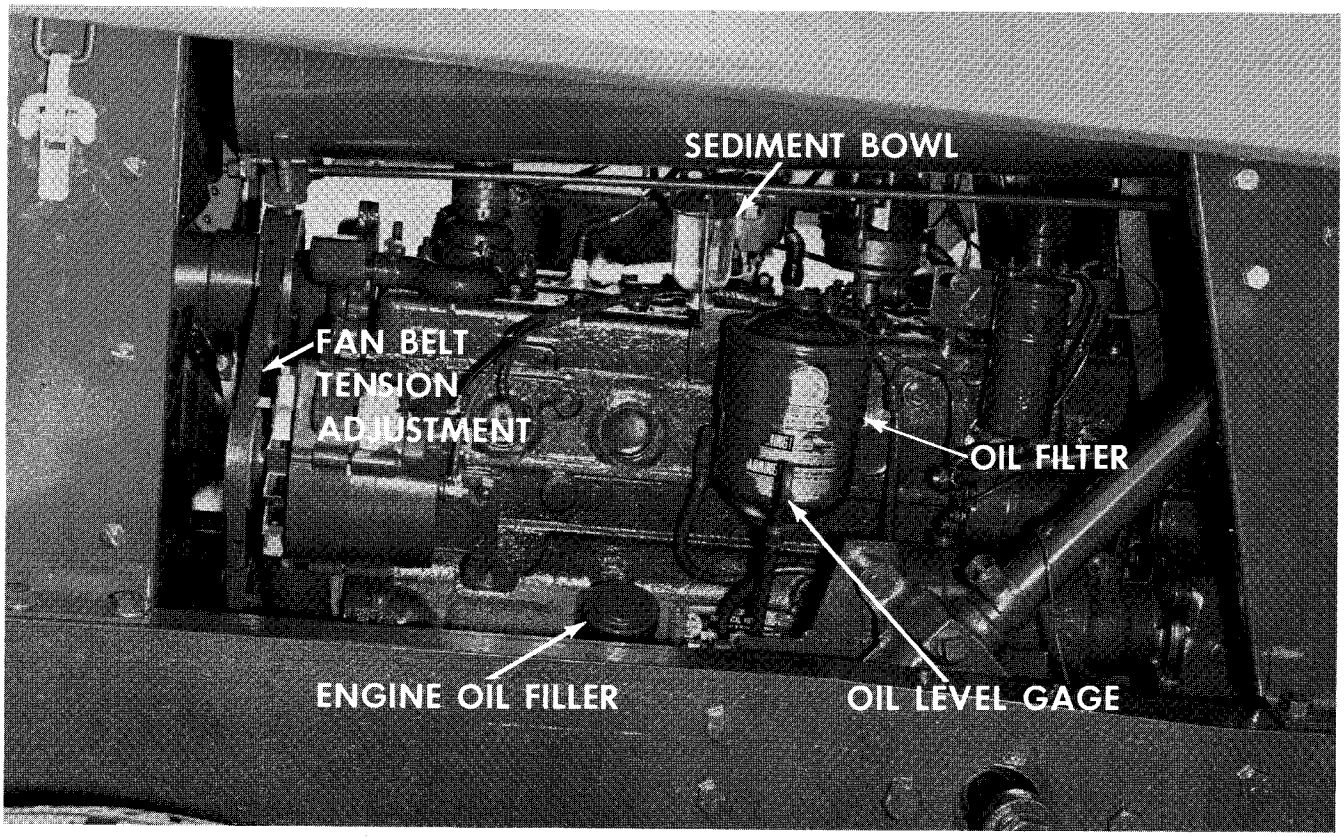
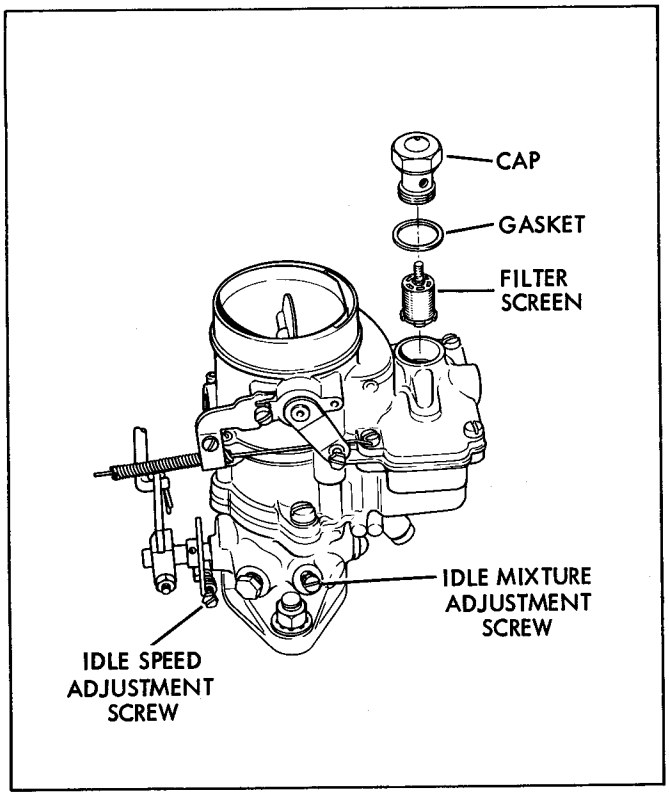

Figure 9. Left Side View of Engine
Figure 10. Carburetor Fuel Filter
Your Series V Tractor is equipped with two filters in the fuel line. One is a metal screen in the sediment bowl below the fuel tank (see figure 9). The other is a disc-type filter in the carburetor (see figure 10). It should be noted here that whenever trouble occurs, and indications point to a lack of fuel, one of the first things to suspect is a clogged filter, and it will generally be the one in the carburetor.
Check the fan belt tension at every oil change. Correct tension should allow between 3/4 inch and 1 inch slack on the long span. To adjust the tension, loosen the adjusting screw (see figure 9) and either move the alternator away from the engine to increase the tension, or closer to the engine to relax the tension. When correct tension is obtained, tighten the adjusting screw.
6. Setting the idle mixture and idle speed adjustment screws on the carburetor (see figure 10).